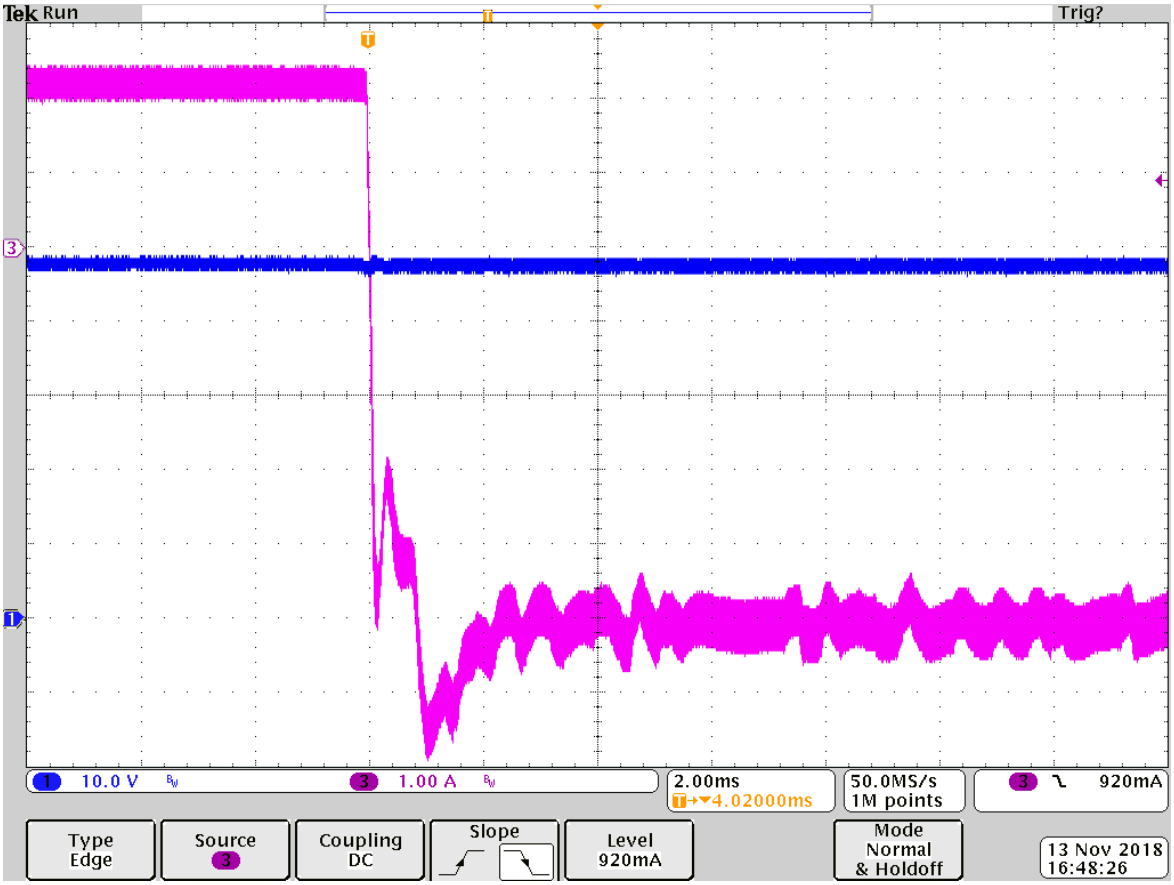

**Figure 19. Battery backup operation. Ch1: DC bus voltage, Ch3: battery current**
4. Measure the current across the battery terminal, it should be negative. Which means the power is delivered from battery to DC bus. Figure 19 is the typical waveform.